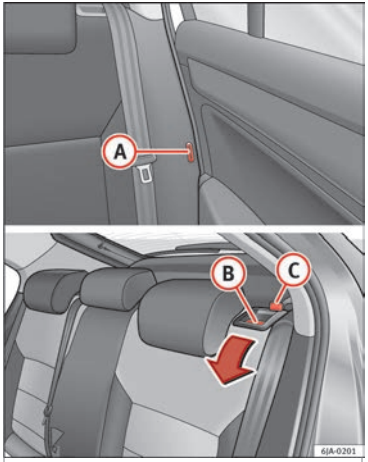

Fig. 148 Unlocking the backrest.
– Insert the seat belt latch plate into hole (A) ››› **Fig. 148** located on the corresponding side of the vehicle – safety position.
– Press the lock button (B) to unlock the backrest and fold it forward.